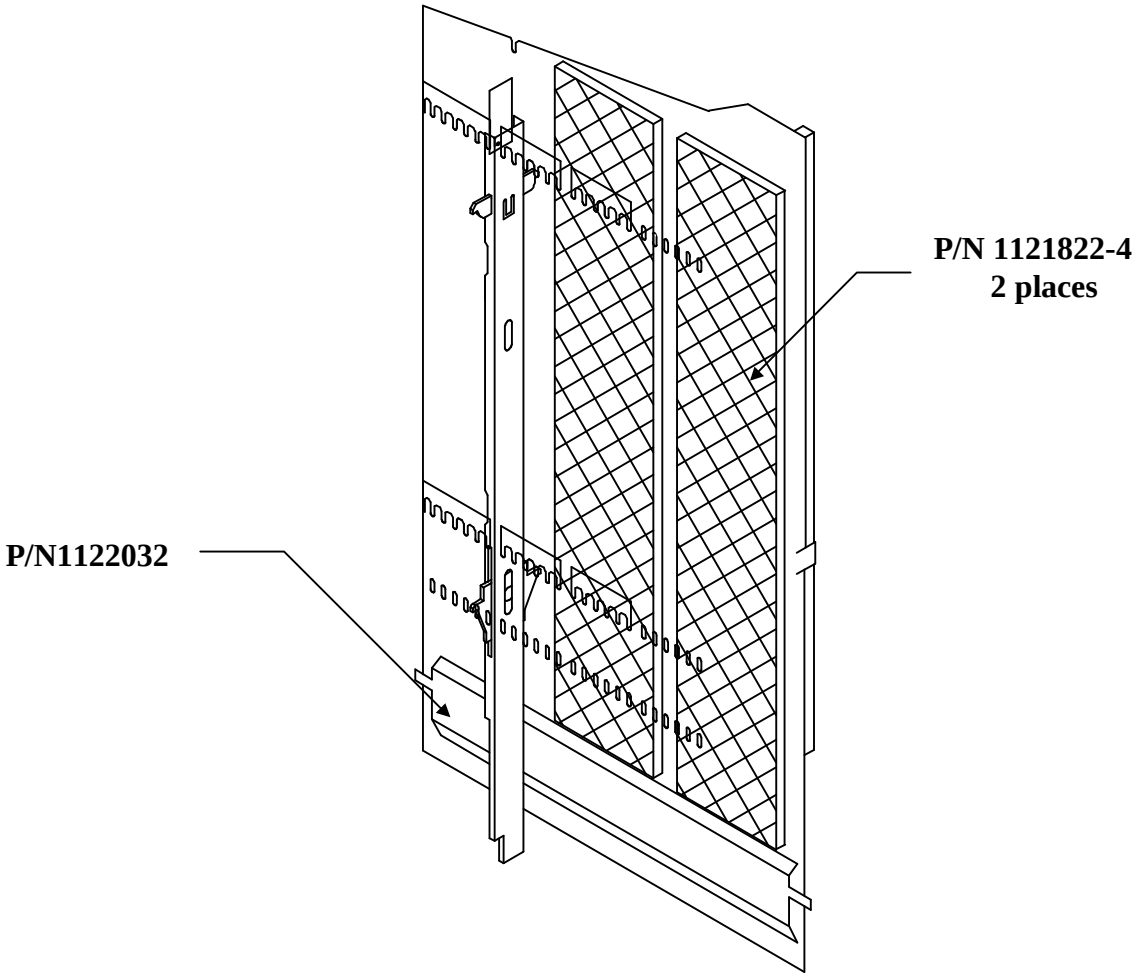

Figure 1
***Install magnetic column spacers into right side of partition above product side spacer (See Figure 1 for installation detail)**
Installation (see Figure 1)
Locate pads as shown in Figure 1 above the .27 product side spacer (P/N1078856)